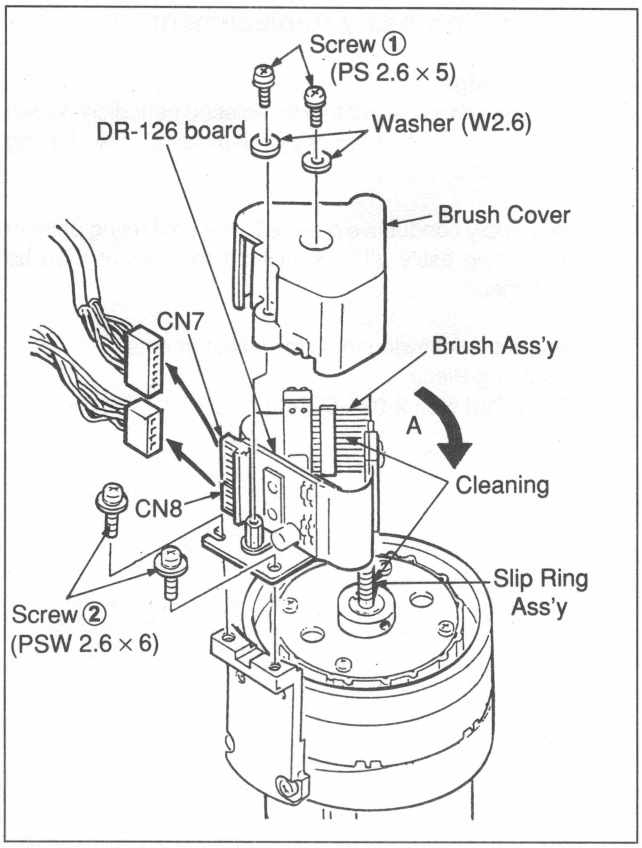

Fig. 7-4-3 Brush Ass'y Removal
1. Brush Cover Removal (Refer to Fig. 7-4-3.)
2. Brush Ass'y Removal (Refer to Fig. 7-4-3.)